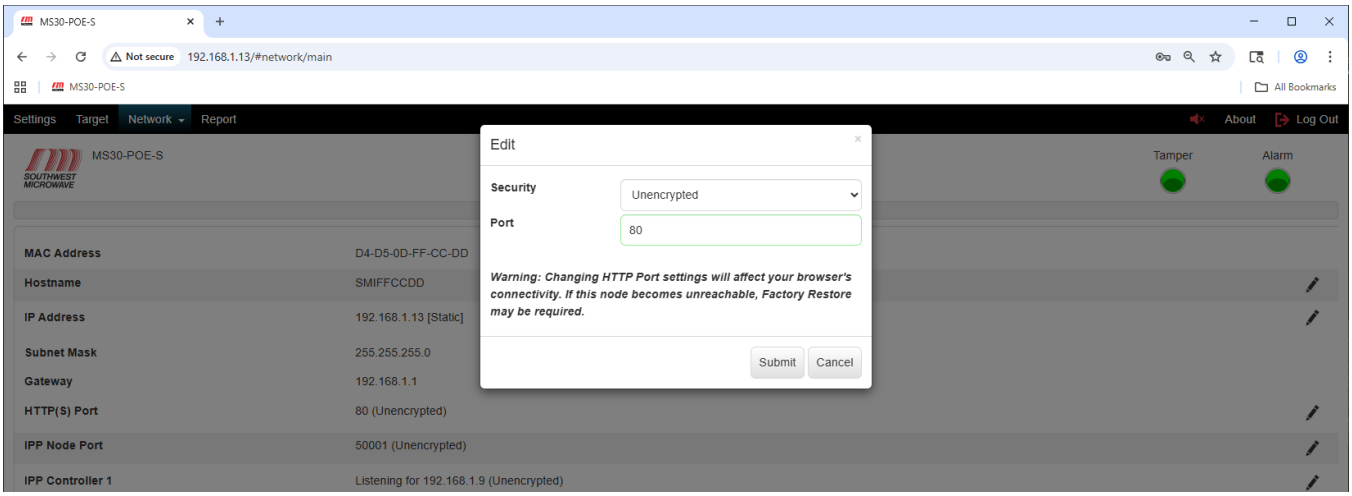

*Figure 11.4 – HTTP(S) Port*
To edit and enable the "HTTP(S) Port" select the pencil icon on the right of the screen to open the "Edit HTTP(S)" dialog box as shown in Figure 11.4. This Edit box will allow enabling or disabling encryption. The default port number is 80. *Selecting the field will display the valid port ranges of 49152 to 65535*.